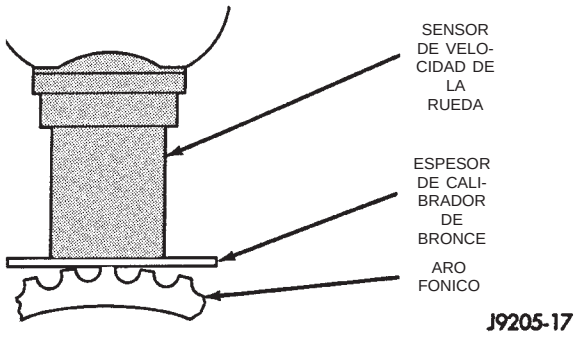

Fig. 10 Fijación de entrehierro en el sensor trasero original
(1) Si se instala **el sensor original**, elimine con un paño de taller seco todo resto de separador del cartón de la superficie de captación del sensor.
(2) Inserte el cable del sensor a través del orificio de la placa de apoyo y asiente la arandela de goma del sensor en la placa de apoyo.
(3) Aplique Mopar Lock N' Seal o Loctite® 242 al perno del sensor original. Utilice un perno nuevo si el original está desgastado o dañado.
(4) Instale el perno del sensor y apriételo solamente con la mano por el momento.
(5) Si se instala el sensor trasero **original**, ajuste el entrehierro a 0,92-1,275 mm (0,036-0,05 pulgadas). Utilice el calibrador de espesor para medir el entrehierro (Fig. 10). Apriete el perno del sensor con una torsión de 13 N·m (115 libras pulgada).